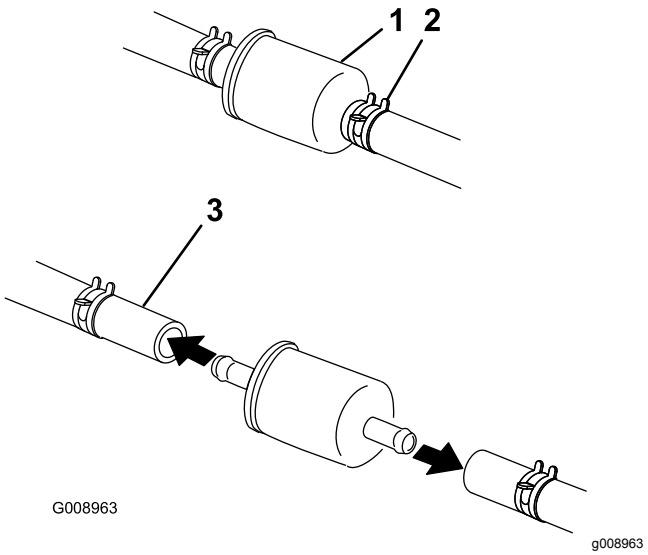

Figuur 65
5. Brandstoffilter vervangen (Figuur 65).